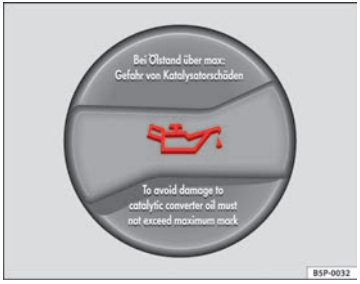

Fig. 165 Vano motore: tappo del bocchettone di rifornimento dell'olio motore
– Svitare il tappo del bocchettone di rifornimento dell'olio motore ⇒ fig. 165.
– Non appena il livello raggiunge il settore (B) si deve riavvitare con cura il tappo.